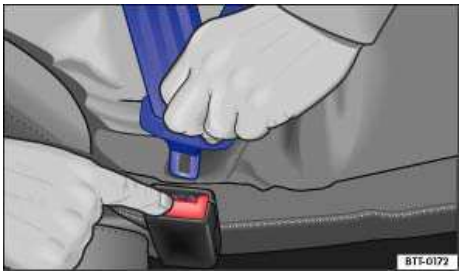

Fig. 59 Releasing the buckle tongue from the belt buckle.
- Press the red button on the buckle ⇒ fig. 59. The buckle tongue is ejected.